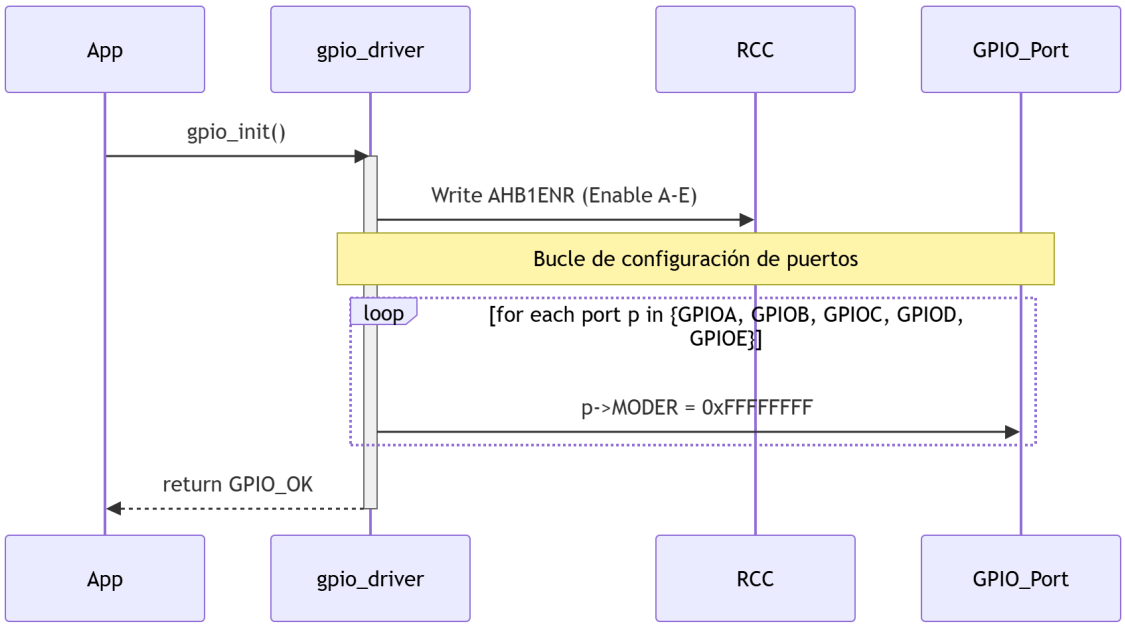

Figure 6. Sequence Diagram - Driver Action with Loop
- It writes 0xFFFFFFFF to the MODER register of each port (Figures 6, 7 show the loop). This places all 16 pins of every port in analog mode, the hardware reset state. Doing it explicitly guarantees a known starting configuration regardless of what the bootloader may have left behind.